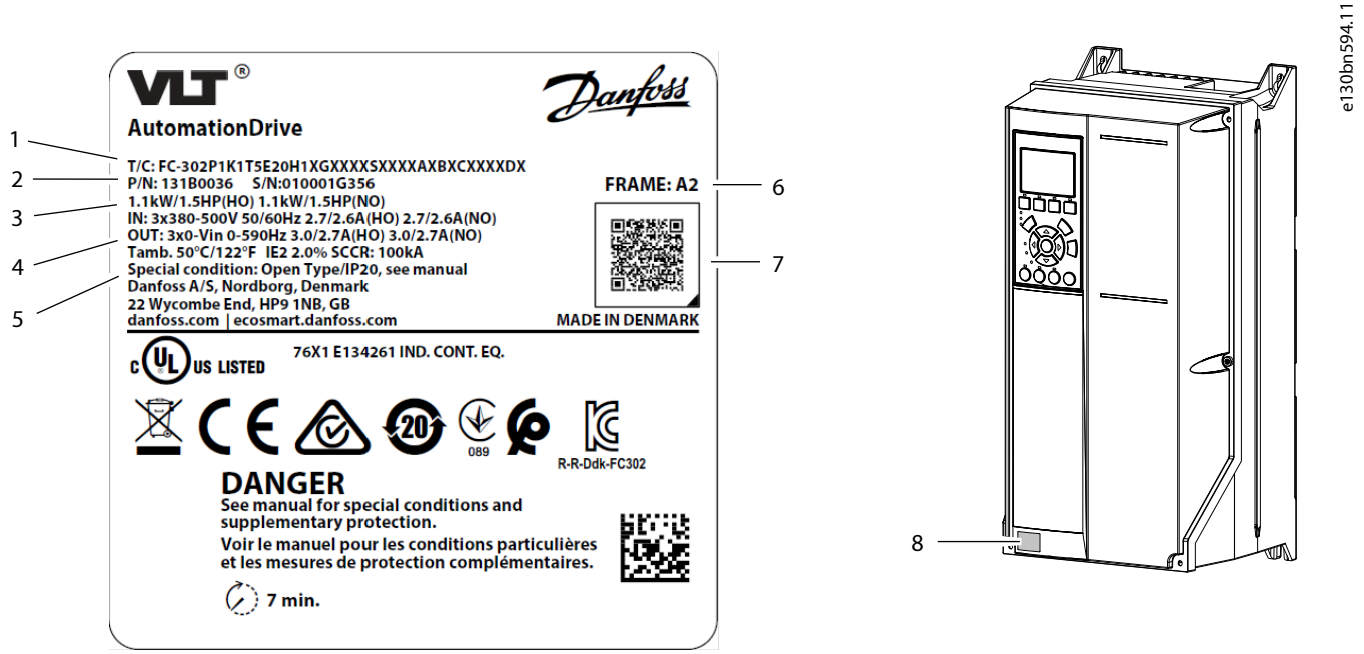

Figura 1: **Esempio di etichetta di un prodotto**
1. Identificare le dimensioni del contenitore. Vedere Figura 1.